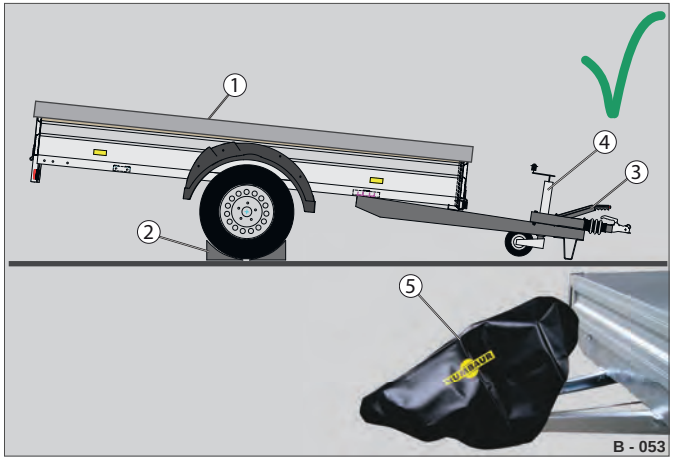

Fig. 97 Anhænger med bremse
- ▶ Beskyt anhængeren imod vejrpåvirkninger ved hjælp af en afdækning, f.eks. en afdækningspresenning (Fig. 97 /1) og afdækningshætte (Fig. 97 /5).